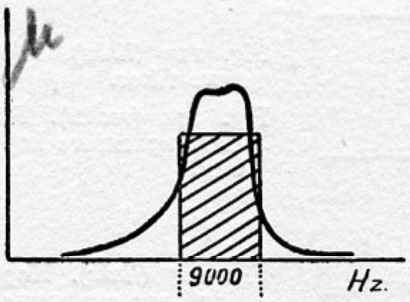

Fig. 112. *Bandfilter,* die een goede selectiviteit paart aan een goede muziekweergave.
W. — Inderdaad. Maar men kan haar benaderen door *bandfilters* te gebruiken. De eenvoudigste bandfilters bestaan uit twee zwak gedempte trillingskringen, die allebei nabij de frequentie van de draaggolf zijn afgestemd. Door ze losser of vaster te koppelen, verkrijgt men een min of meer breede resonantie-kromme (fig. 112), waarvan de vorm het ideale benadert.